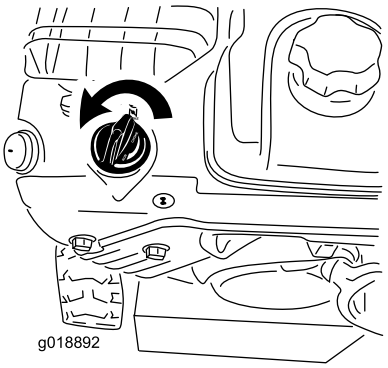

Rysunek 24
5. Ustaw ssanie w pozycji Choke (Rysunek 24).